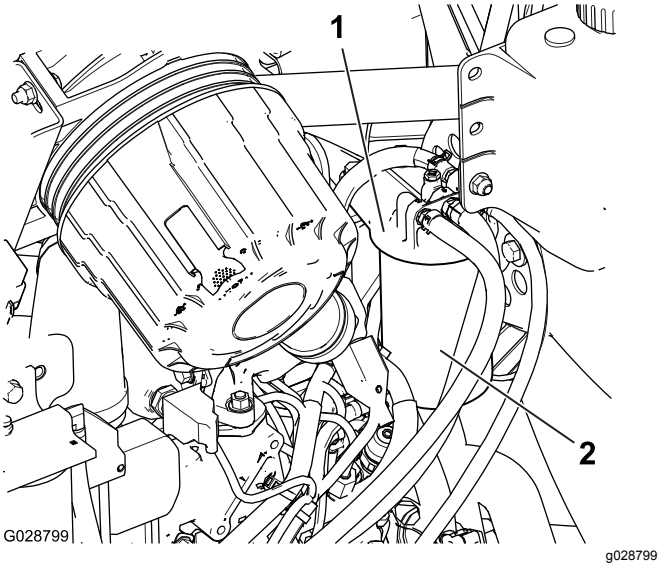

Figur 72
1. Rengør området omkring brændstoffilterhovedet (Figur 72).
2. Afmonter filteret, og rengør filterhovedets monteringsflade (Figur 72).